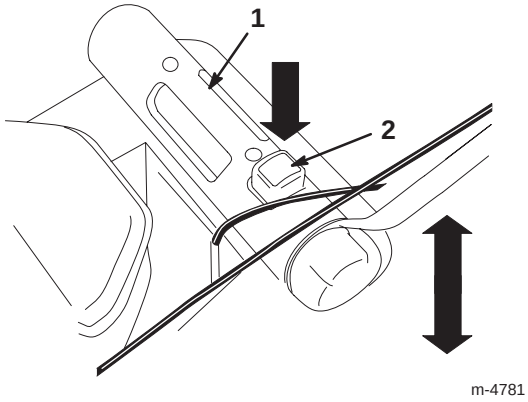

Bild 15
4. Drücken Sie die rote Taste und stellen Sie mit dem Schnitthöhen-Einstellgrif f die Schnitthöhe höher oder niedriger (Bild 15).